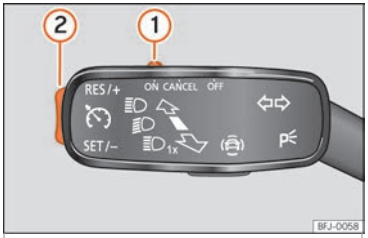

Fig. 52 A sinistra del piantone dello sterzo: interruttori e comandi per l'uso del GRA.
- Collegamento del GRA: spostare l'interruttore ››› fig. 52 ① verso **ON**. Il sistema è acceso. Il sistema non effettua la regolazione poiché non è stata programmata alcuna velocità.
- Attivazione del GRA: premere il tasto ››› fig. 52 ② nella zona **SET/–**. La velocità attuale viene memorizzata e regolata.
- Disattivazione temporanea del GRA: spostare l'interruttore ››› fig. 52 ① verso **CANCEL** o schiacciare il freno. La regolazione si scollega temporaneamente.
- Collegare nuovamente il GRA: premere il tasto ››› fig. 52 ② in **RES/+**. La velocità memorizzata verrà salvata e regolata nuovamente.
- Aumentare la velocità programmata durante la regolazione del GRA: premere il tasto ② in **RES/+**. Il veicolo accelera fino a raggiungere la nuova velocità memorizzata.
- Ridurre la velocità programmata durante la regolazione del GRA: premere il tasto ② in **SET/–** per diminuire la velocità di 1 km/h (1 mph). La velocità si riduce fino a raggiungere la nuova velocità memorizzata.
- Disattivazione del GRA: spostare l'interruttore ››› fig. 52 ① a **OFF**. Il sistema si disattiva e la velocità memorizzata si cancella.